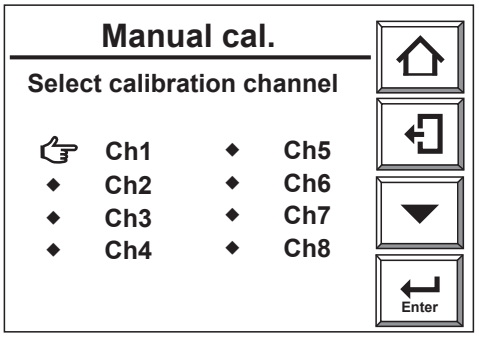

Figure 7.10 Channel Select for Manual Calibration
4) Select [Manual calibration] then touch the Enter key. The Channel Select display shown in Figure 7.10 appears.
Shipping-time default setting is for stabilization (settling) time to be set to 3 minutes. After the stabilization (settling) time has elapsed then the display reverts to channel select (Figure 7.10) so that you can select another channel for calibration. If you touch the enter key during stabilization (settling) time then stabilization (settling) time is skipped and you are returned to the channel select display.